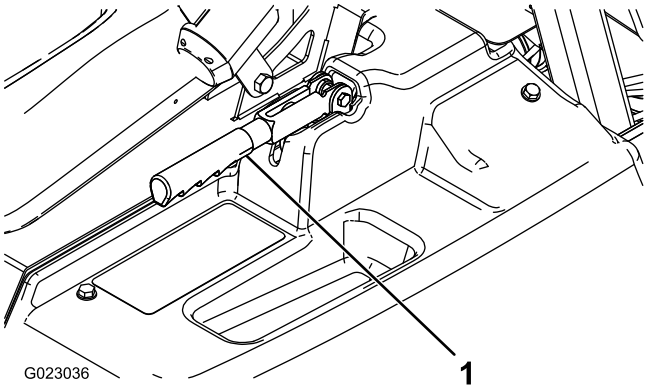

Figur 36
2. Løsne setteskruen som festen knotten til parkeringsbremsespaken (Figur 36).